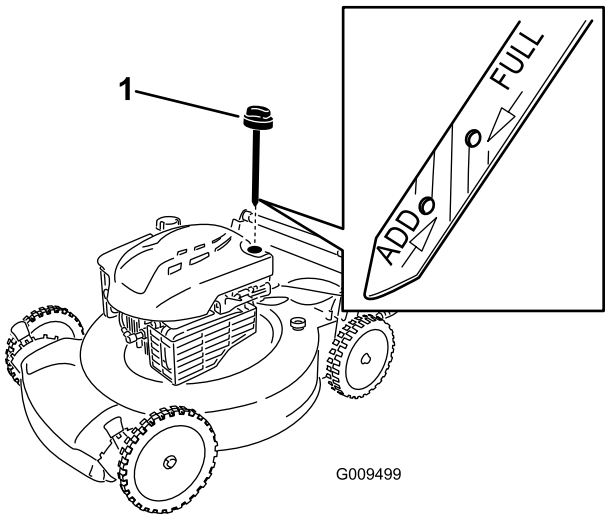

Figura 8
2. Retire la varilla (Figura 8).
Nota: Si el nivel de aceite está por debajo de la marca **Añadir** de la varilla, vierta una pequeña cantidad de aceite **lentamente** en el tubo de llenado, espere 3 minutos, y repita los pasos 3 a 5 hasta que el nivel llegue a la marca **Lleno** de la varilla (Figura 8).